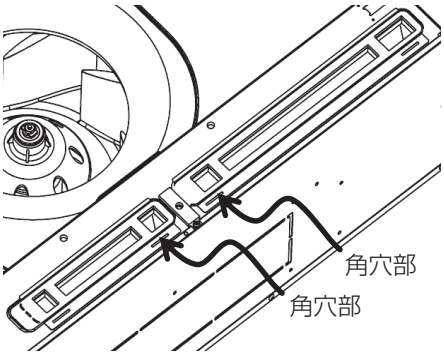

図3 吹き分けプレート角穴部の取付け
- 長さ調整した吹き分けプレートの角穴部が室内ユニット外側にくるように合わせます。（図 3 参照）